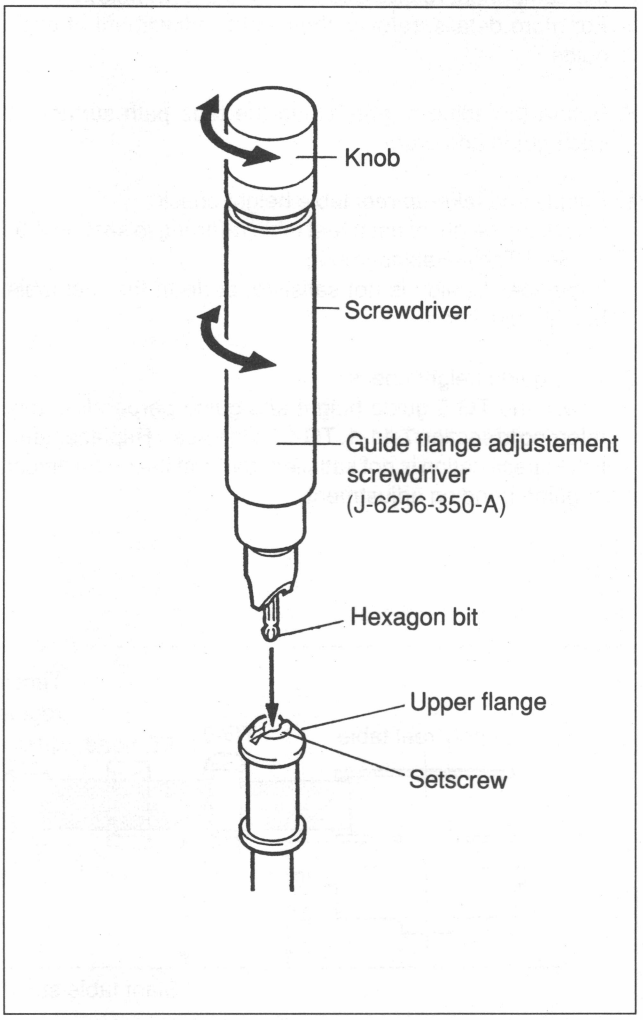

Fig. 8-3-4. Tape Guide Height Adjustment
6. Tension regulator guide height adjustment (Refer to Fig. 8-3-4.)